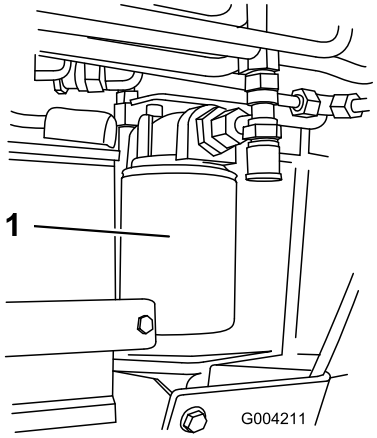

Figuur 54
4. Plaats een opvangbak onder het filter (Figuur 54).
5. Verwijder het oude filter (Figuur 54) en veeg het oppervlak van de pakking van het filtertussenstuk schoon.
7. Monteer het nieuwe hydraulische filter op het filtertussenstuk (Figuur 54). Draai het filter rechtsom totdat de rubberen pakking contact maakt met het filtertussenstuk. Draai het filter vervolgens nog eens 3/4 slag.